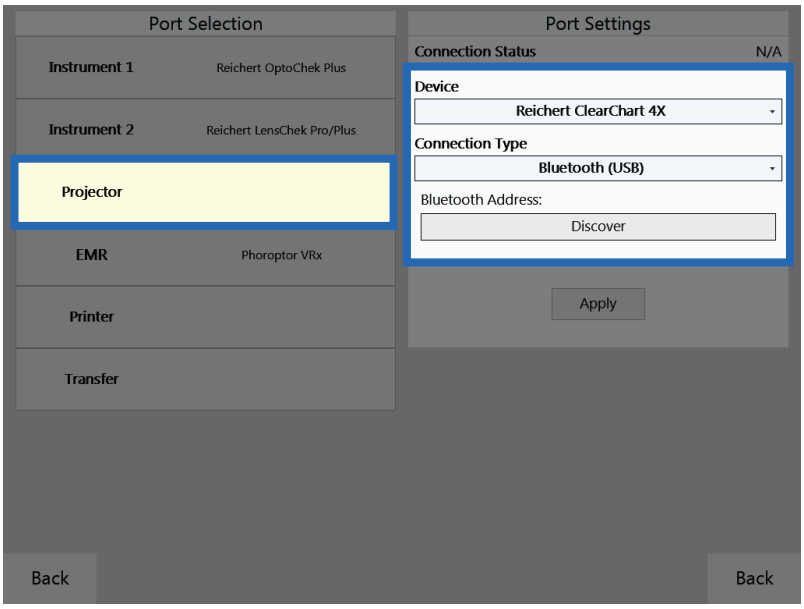

Figure IS-19, Device & Connection Type
6. Set the Connection Type to **Bluetooth (USB)**. Refer to Figure IS-19.
10. Tap **Discover** on the Ports page and the Visutron 900 *Touch* will search for all available ClearChart Digital Acuity Systems. Refer to Figure IS-19.